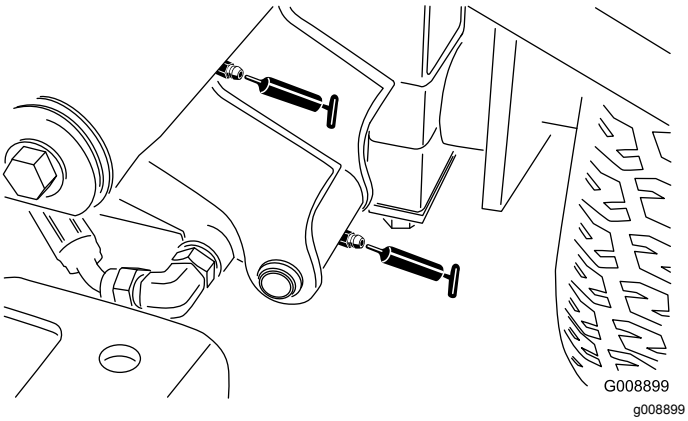

Figur 54
- Forreste venstre løftearms drejetap og løftecylinder (2) (Figur 54)